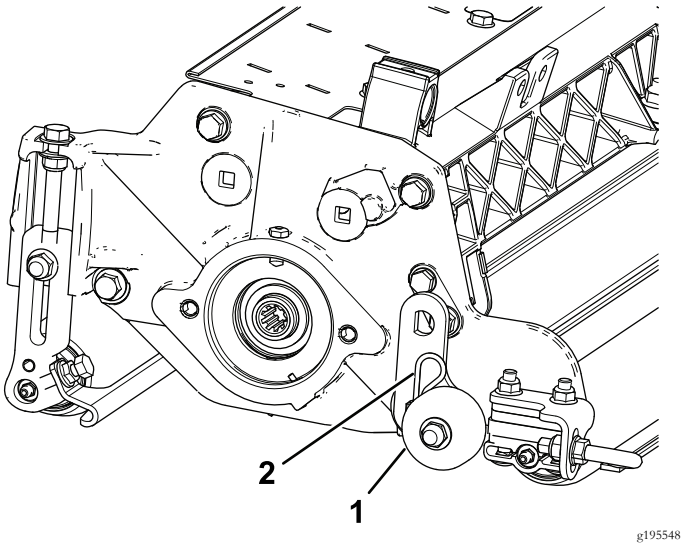

Figure 4
2. Fixez un support de rouleau de transport à la goupille de chaque plaque latérale avec une goupille fendue (Figure 4).